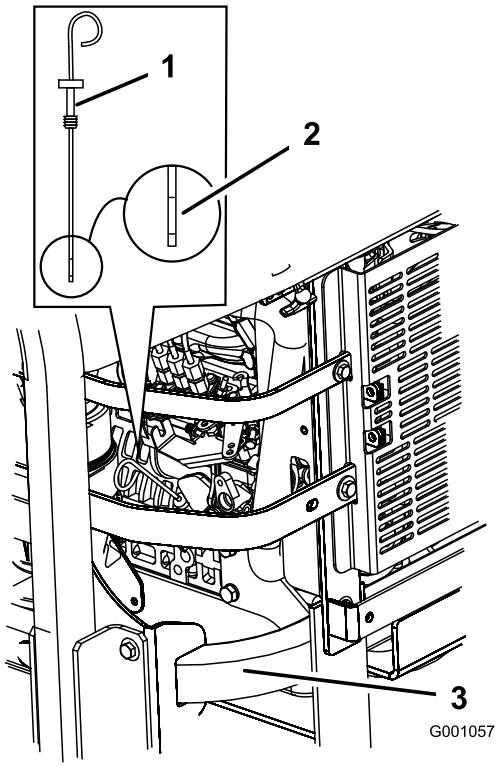

Figur 46
3. Rengør området omkring målepinden (Figur 46), så der ikke trænger snavs ned i hullet til målepinden, der kan beskadige motoren.
4. Træk målepinden ud, og aftør pindens metalende (Figur 46).
5. Før målepinden helt ind i påfyldningsrøret. Træk målepinden ud, og kig på pindens metalende (Figur 46). Hvis oliestanden er lav, skal der kun langsomt påfyldes så meget olie i påfyldningshullet, at oliestanden stiger til full-mærket.